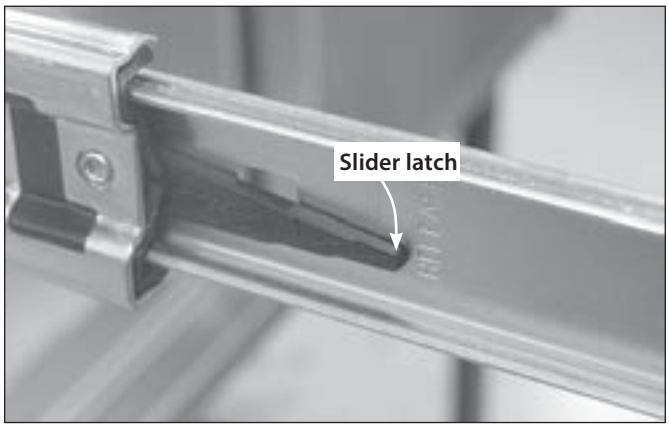

Fig. 7
1. Once the unit has been inspected, remove the drawers by pulling them out until their slider latch is visible. Carefully push the latch down on the left side while pulling up on the right side and pull the drawers completely out of the frame (Fig. 7).